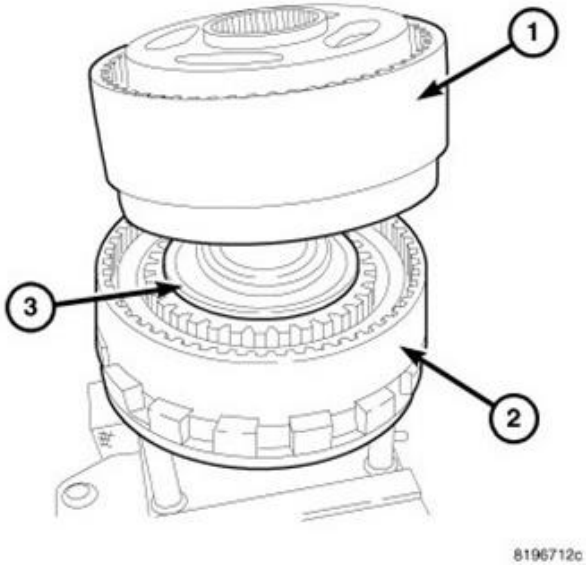

Figure 35 – Direct Clutch
50. Remove the direct clutch (1) from the low clutch (2) (Figure 35).
65. Install the direct clutch (1) to the low clutch (2) (Figure 35).